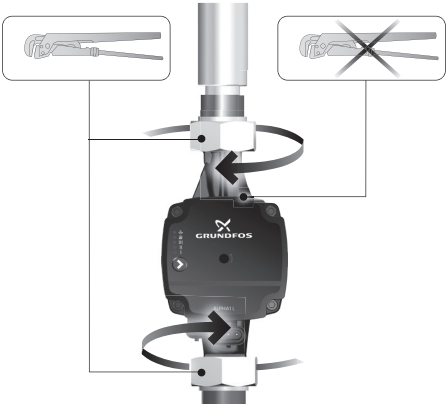

Рис. 4 Затяжка фитингов
3. Затяните фитинги (см. рис. 4).